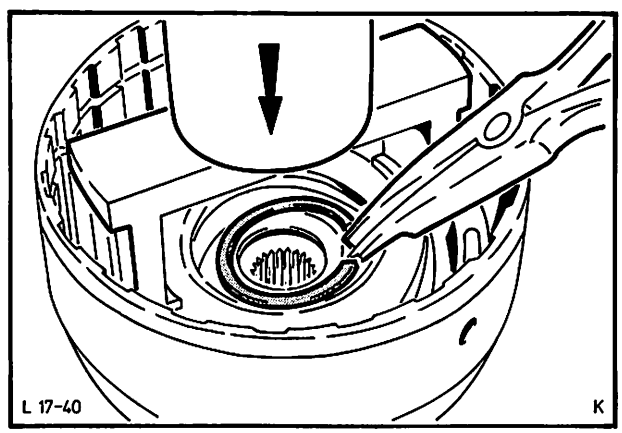

Abb. 67 Mit Werkzeug 17-007 Druckfedern zusammenpressen und Sprengring montieren
26. Sprengring vor der Stützplatte entfernen und Lamellenpaket mit Wellfederscheibe herausnehmen. Mit Werkzeug 17-007 Druckfedern zusammenpressen. Abb. 67. Sprengring entfernen und Federn vorsichtig entspannen. Druckfederteller mit Federn herausnehmen.